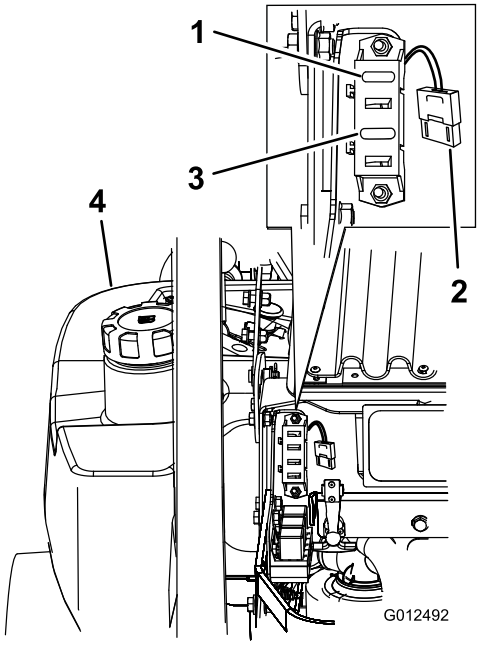

Figur 56
1. Hev motorpanseret for å få tilgang til sikringsholderen (Figur 56).
3. Sett inn en ny sikring (Figur 56).